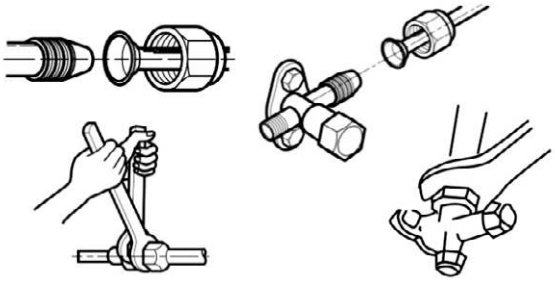

Рисунок 42 - Соединение трубопроводов хладагента
• Перед затяжкой гаек необходимо зафиксировать штуцер гаечным ключом, после чего затянуть конусную гайку динамометрическим ключом, соблюдая момент затяжки (см. рис. 42).